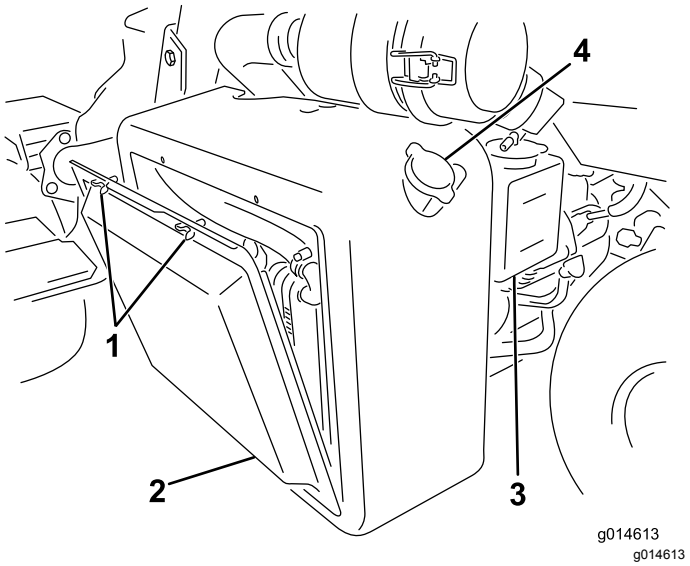
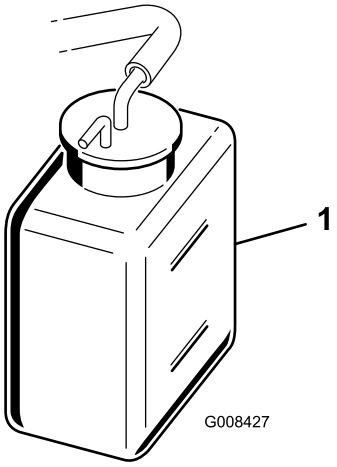

Figur 38
Figur 39
1. Afmonter kølergitteret (Figur 38).
2. Kontroller kølervæskestanden (Figur 38 og Figur 39).